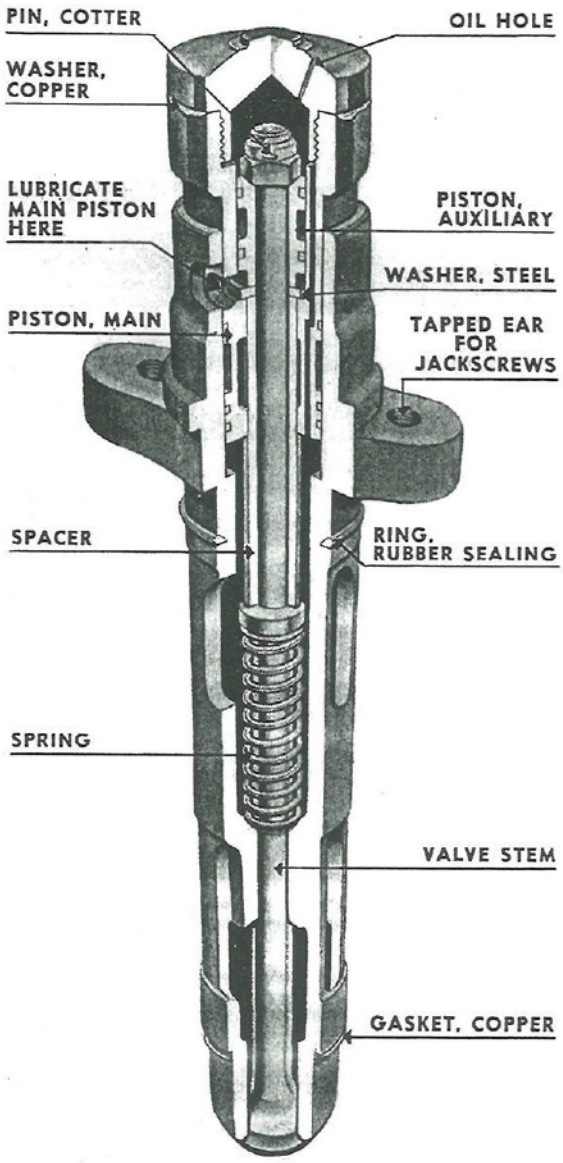

Fig. 62. Air Starting Valve Cut Away
b. The parts of the air starting valve are illustrated in Fig. 62. At the bottom of the valve, the body is turned down to permit it to fit into a hole drilled in the cylinder head. The stem type delivery valve is seated against the end of the valve body. The greater part of the valve length, containing a lower and upper set of air ports, is enclosed in the engine by the starting air manifold. A rubber sealing ring at the top and a copper gasket at the bottom stop the compressed air from escaping around these connections. At the top of the valve, above the tapped ears, an outer and inner piston are located. The inner piston fits against the top of the valve stem. In the illustration, the valve is shown expanded. The expansion gap is shown extended, and it can be seen that when the valve is expanded, the entire top, or cap, of the valve is pushed upward. When not expanded, the cap drops down into the housing and this gap is closed.